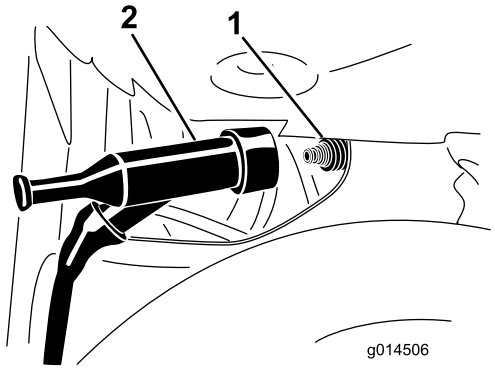

Figura 55
3. Desconecte el cable de la bujía del terminal de la bujía (Figura 55).
4. Conecte el cable de la bujía a presión en el terminal de la bujía (Figura 55).